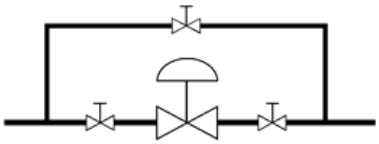

Рис.2 Типовая монтажная схема
3) Для проверки клапана, его обслуживания или демонтажа без остановки технологического процесса, установите по обеим сторонам клапана серии GF ручные запорные клапаны, а также ручной дроссельный клапан на байпасной линии (см. Рис. 2).